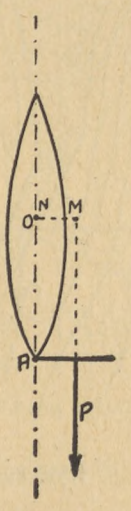

Rys. 88.
$$Mo = P.\ NM \text{ (rys. 88)} \ldots\ldots\ldots \quad (4)$$